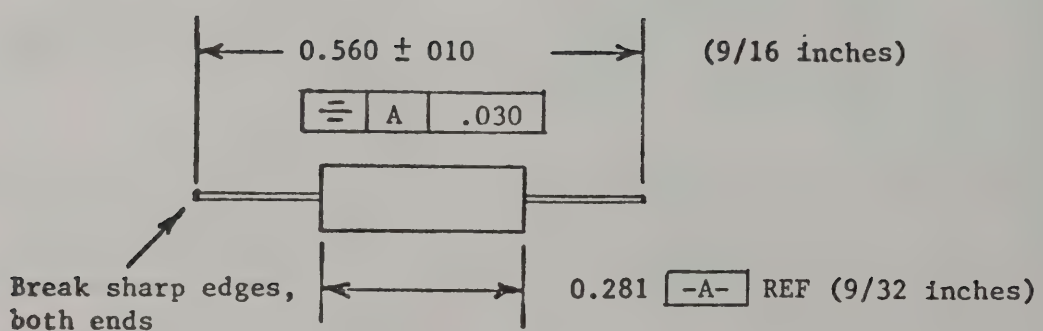

Figure 4-2. RF Fuse Element Details
d. Insert a new fuse element and reassemble, using the reverse procedure. Be sure the fuse element leads are in line, symmetrical with the body, and are of the proper length, see Figure 4-2.